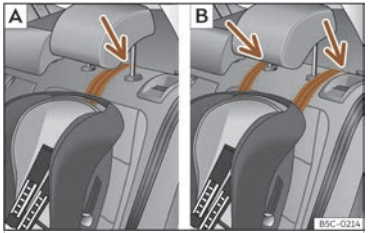
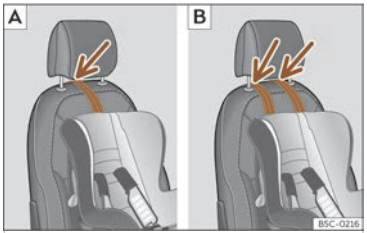

Fig. 45 Banquette arrière : réglage et montage en fonction de la ceinture Top Tether.
Fig. 46 Siège du passager avant : réglage et montage en fonction de la ceinture Top Tether.
- Placez la sangle sous l'appuie-tête (en fonction des instructions du siège, relevez ou retirez l'appuie-tête si nécessaire) ››› **fig. 45**, ››› **fig. 46**.